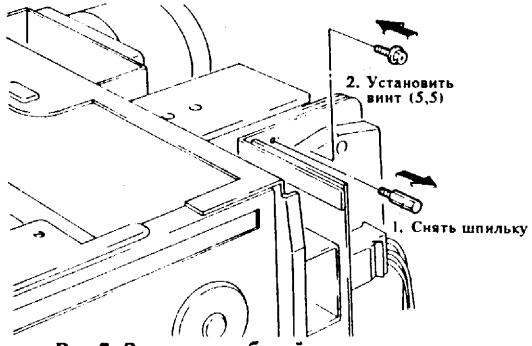

Рис.7. Замена резьбовой шпильки.
12. Снять резьбовую шпильку на плате двигателя каретки лампы и заменить ее винтом, снятым в шаге 6 (для машины 5026) (рис.7).